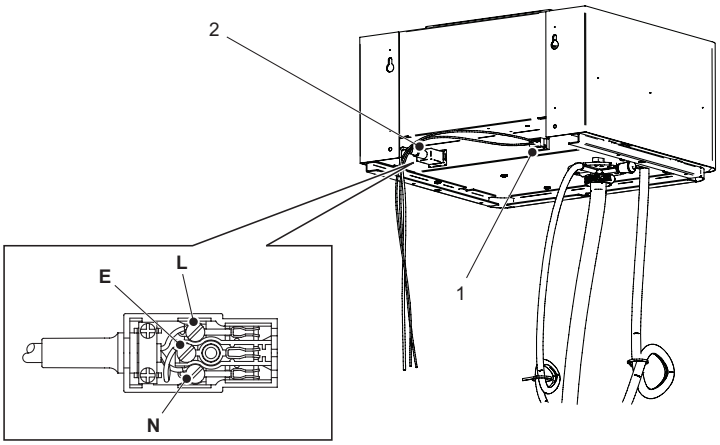

Figure 13 : Connexions électriques de l'unité de ventilation
a. Raccorder les câbles fournis par le client au connecteur de l'alimentation et au connecteur de la boucle de sécurité de l'unité de ventilation (fourni). Vérifier que le fil brun du câble d'alimentation est raccordé au "L" dans le connecteur d'alimentation, le bleu au "N" et le vert/jaune au "E". Brancher les connecteurs au dos de l'unité de ventilation. Consulter la *Figure 13*.